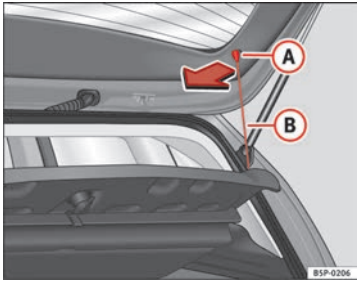

Fig. 123 Rear shelf
– Unhook the loops ⇒ Fig. 123 (B) from housings (A). ▶